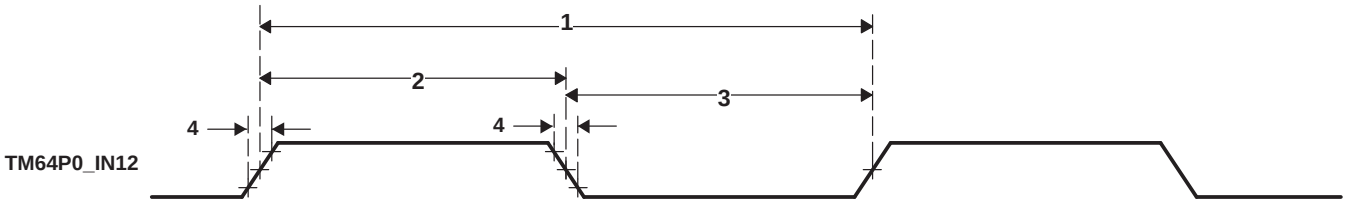

Figure 6-49. Timer Timing
Table 6-79. Timing Requirements for Timer Input(1) (2) (see Figure 6-49)